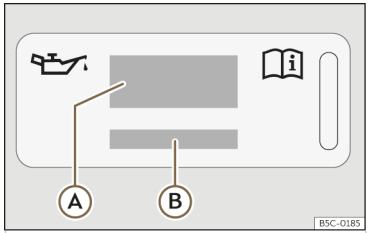
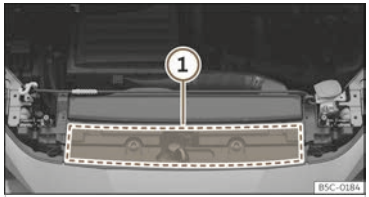

Fig. 232 In the engine compartment: engine oil label
Fig. 233 In the engine compartment: area where the engine oil label is located
Key to >>> **Fig. 232**:
If the engine oil has to be topped up, use one of the oils shown on the label >>> Fig. 232. The label with the prescribed standard is located at the front of the engine compartment >>> Fig. 233 ①. If you use the recommended engine oil, you can top up the oil as often as necessary.
- **If the label showing the engine oil specifications is missing ››› Fig. 232, please contact a specialist workshop.**